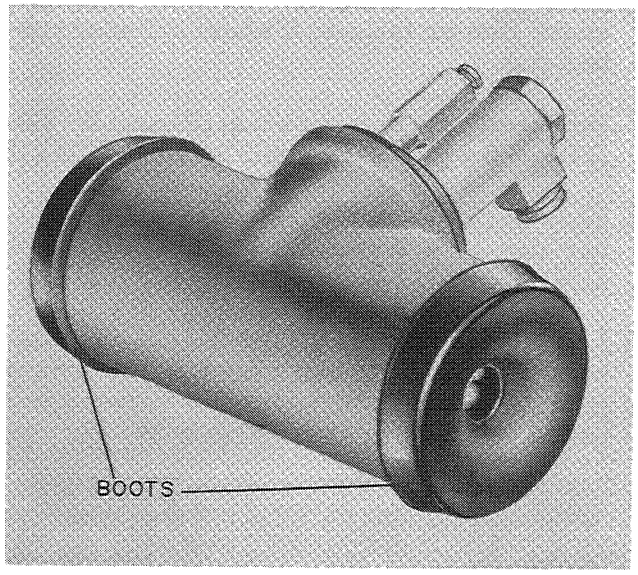

Figure W-51
2. Now install the wheel cylinder boots, Figure W-51.